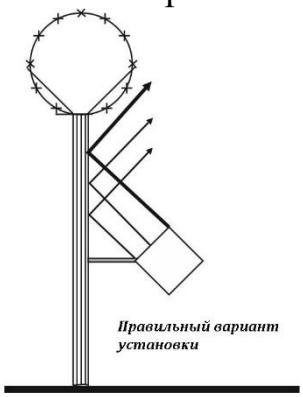
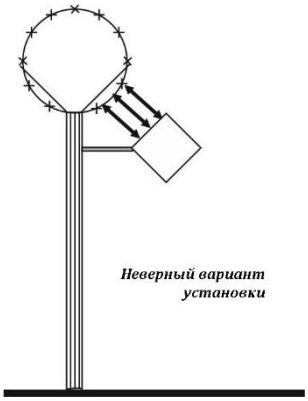

Рис. 4.9
Рис. 4.11
4.12 При установке блоков извещателей на заграждении, по верху которых размещены барьеры безопасности в виде колючей проволоки (ленты), либо армированной скрученной колючей ленты (АСКЛ), необходимо определить оптимальную высоту установки блоков. Элементы колючей проволоки создают отражения, которые оказывают влияние на формирование ЗО и увеличивают количество ложных срабатываний извещателя. На рис. 4.9 и 4.10 показаны правильные варианты установки блоков вблизи АСКЛ и полотна из колючей проволоки. Отраженный от вертикальной плоскости заграждения сигнал с наклонной поляризацией не попадает в БПРМ и не приводит к ложным срабатываниям. На рис. 4.11 показан неверный вариант установки БПРМ и БПРД извещателя. Сигнал формируется под углом ≈ 45° по отношению к заграждению и под углом ≈ 0° по отношению к касательной АСКЛ. Отраженный от АСКЛ сигнал с наклонной поляризацией попадает в БПРМ с той же поляризацией, что может приводить к ложным срабатываниям извещателя.